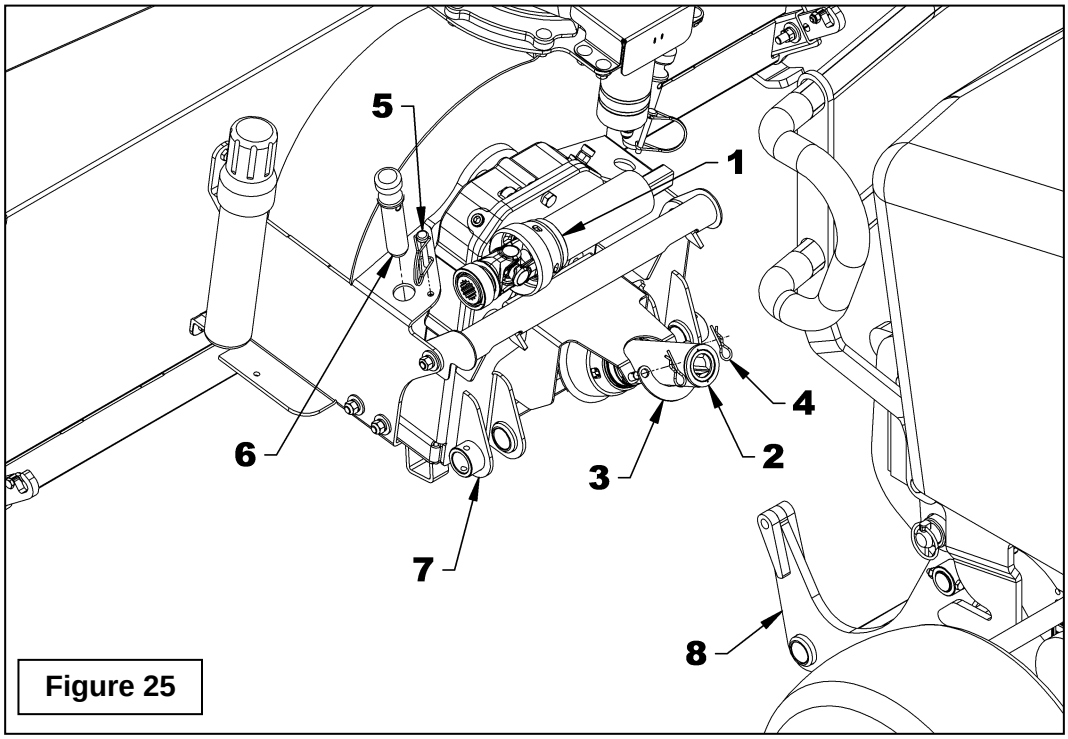

Figure 25
Figures 24-25 : Débrancher et retirer l'arbre à cardan mâle (item 1) du sous-châssis et déposer-le entre le tube de l'attache femelle et la boîte d'engrenages de la souffleuse à neige tel qu'illustré sur la figure 25.
Figure 25: Retirer le support en "U" (item 3) du garde protecteur de la souffleuse à neige et fixez-le dans le sens opposé (vers le bas) à l'aide des 2 goupilles en épingles 2.5mm x 40mm (item 4) afin de retenir le demi arbre à cardan femelle de la souffleuse.
Figure 25: Retirer les goupilles de verrouillage rondes 1/4" x 1 3/4" (item 5) et les 2 goupilles de l'attache de la souffleuse (item 6) et déposez-les dans les trous appropriés du bâti de la souffleuse à neige.
Figure 25 : Descendre lentement la souffleuse au sol à l'aide du levier de commande hydraulique du tracteur et décrocher l'attache mâle du tracteur (item 8) de l'attache de la souffleuse (item 7) en reculant lentement.